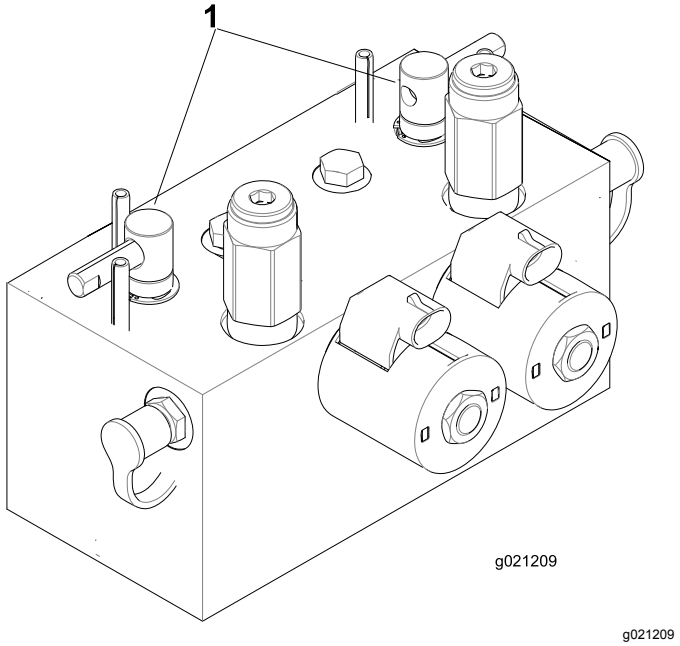

Figur 95
2. Lås opp og hev setet for å vise slipespakene (Figur 95).
5. Velg enten fremre, bakre eller begge slipespaker for å bestemme hvilke spoler som slipes (Figur 95).